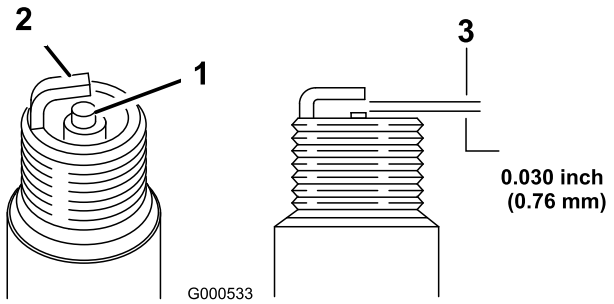

Figuur 24
5. Stel de elektrodenafstand in op 0,76 mm (Figuur 24).